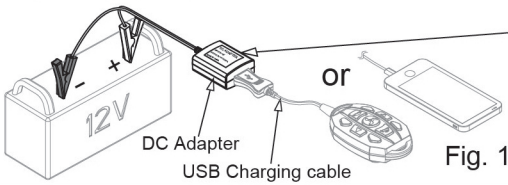
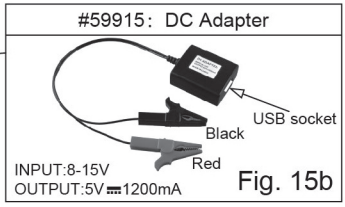

Fig. 15c
Fig. 15b
3.If you want,you can buy our item:#59915 DC Adapter (as Fig.15b) to charge the remote and smartphone.(Fig.15c)